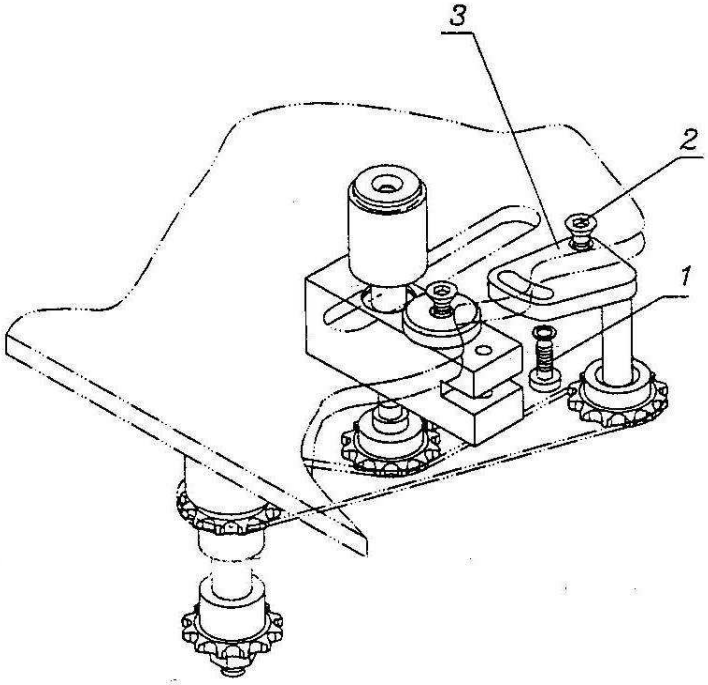

fig. 10
(1) фиксирующий болт
(2) регулировочный болт
(3) холостой ролик
9.1 После 1000 рабочих часов или появления нетипичного звука движения цепи, открыть заднюю дверцу. Проверить натяжение цепей, может они слишком слабые или слишком сильно натянуты. Используйте шестигранный ключ, чтобы ослабить регулировочный болт (2) на холостом валу (fig. 10), ослабить фиксирующий болт (1) и повернуть холостой вал (3). Примените эксцентриковый принцип для регулировки натяжения цепей.